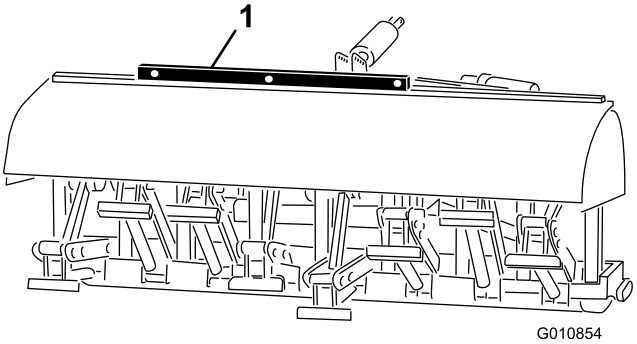

Figuur 23
2. Plaats een waterpas bovenop het frame van de beluchter om te controleren of deze waterpas staat (Figuur 23).